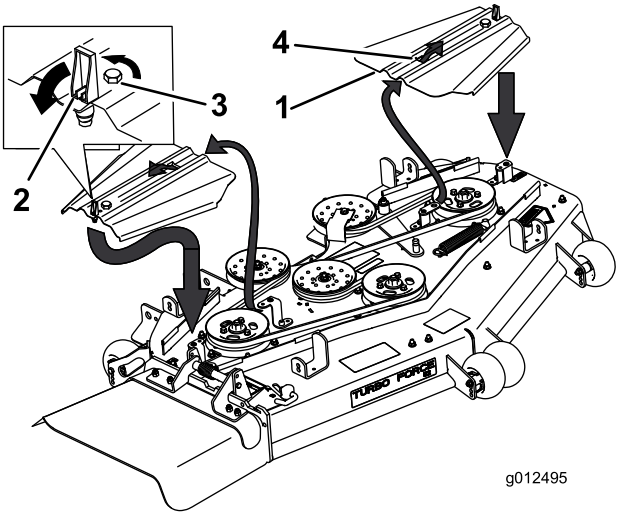

Figuur 70
5. Verwijder de aandrijfriemkappen en de bijbehorende bouten (Figuur 70).
11. Schuif de drijfriemkappen in de lippen, draai de bouten vast en zet de vergrendelingen vast (Figuur 70).